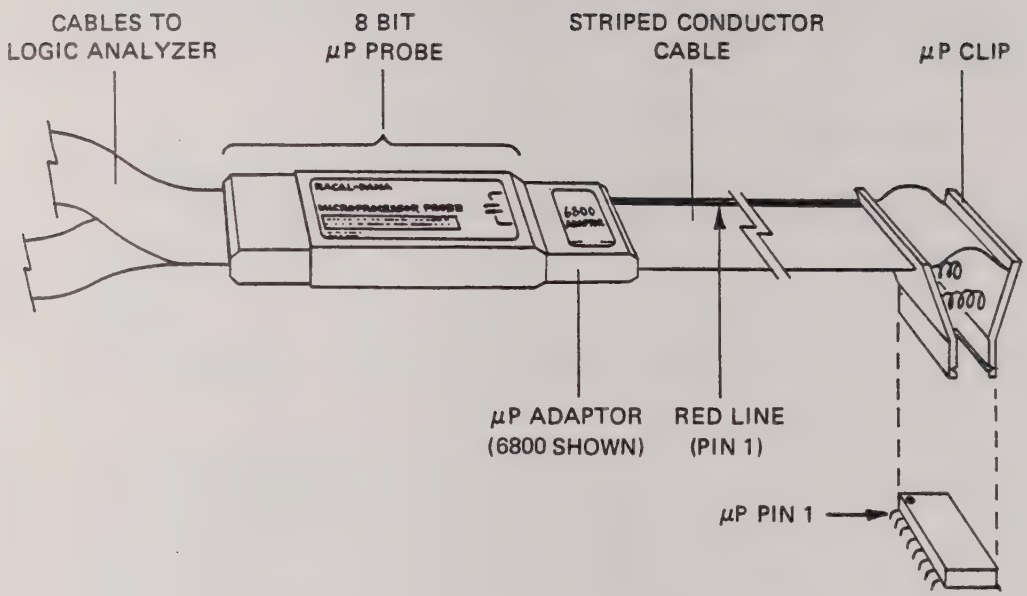

Figure 9.9 - 6800/6809 Adaptor Connections
9.5.3.2 Figure 9.9 illustrates how the 6800 or 6809 microprocessor adaptor should be connected to both the 8-bit microprocessor probe and micro- processor cable (note especially the location of the striped conductor of the microprocessor cable with respect to the 6800 or 6809 adaptor).